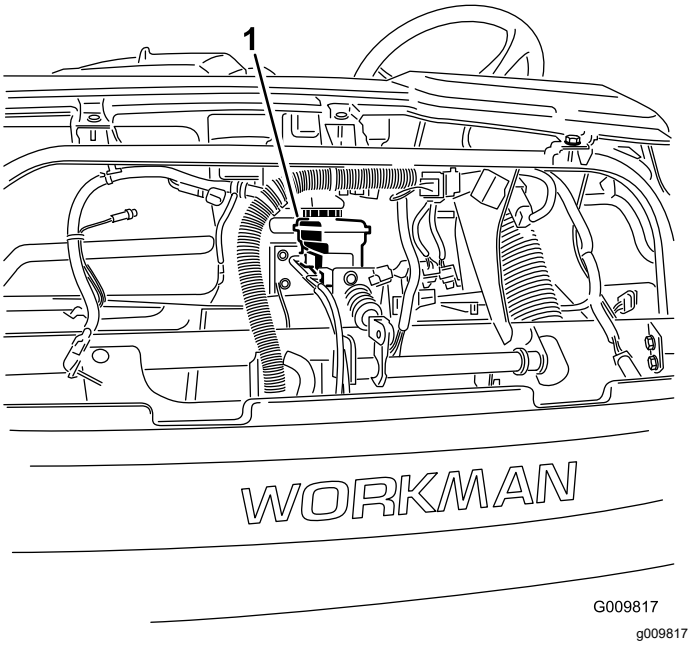

Figur 57
4. Løft motorhjelmen for at få adgang til hovedbremsecylinderen og beholderen (Figur 57).